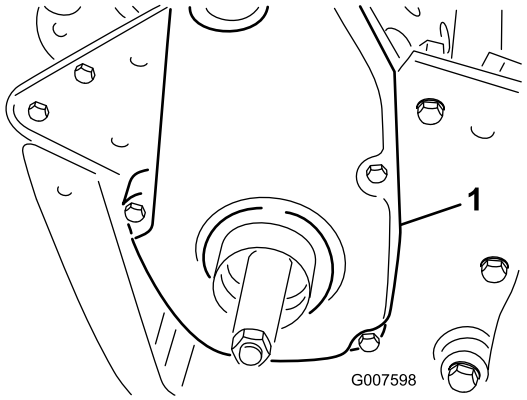

**Figur 43**
6. Fjern den bageste remskærm på højre side af maskinen (Figur 43).